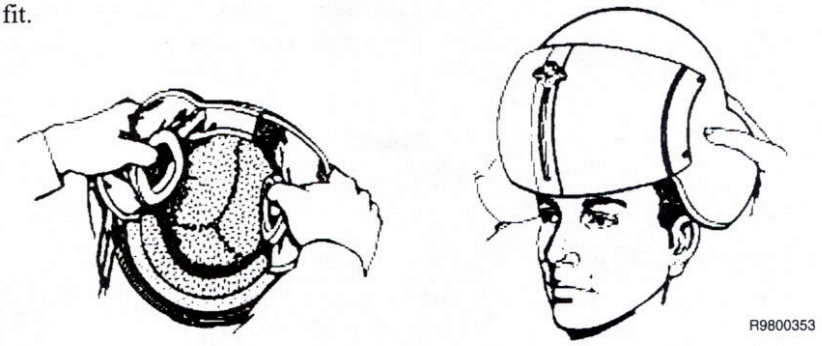

Figure 3. Donning Helmet
1. Have the crewmember don the helmet as follows (see Figure 3):
a. Grip the retention assembly below the earcups as shown in Figure 3, View A.
b. Spread the sides of the helmet slightly and position the front edge firmly against the forehead as shown in Figure 3, View B.